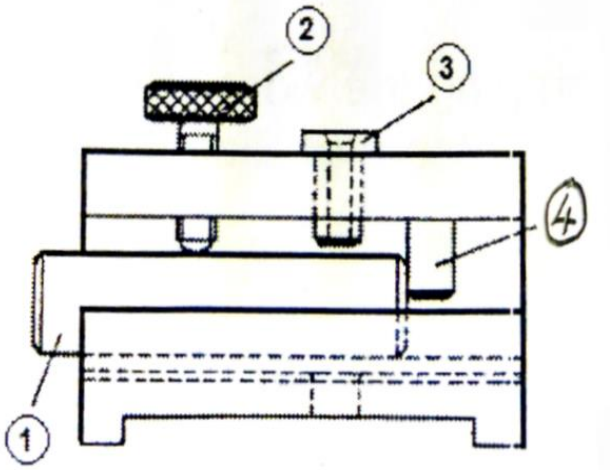

FIGURE 1 (4)
7.2 Name the parts indicated as 1 to 4 in FIGURE 1 below by writing only the answer next to the number (1–4) in the ANSWER BOOK.